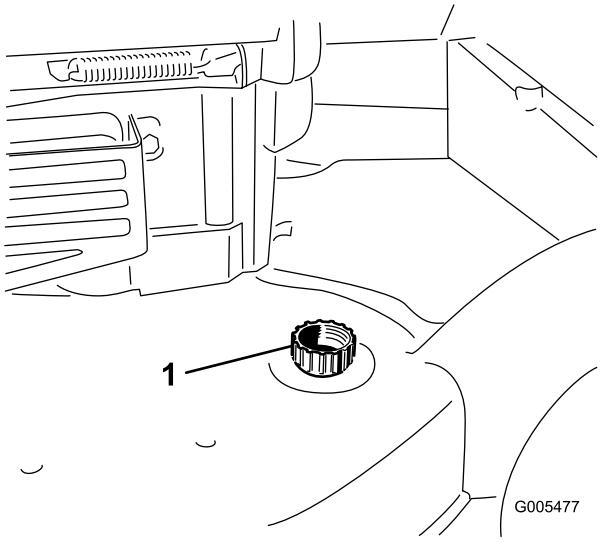

**Figur 42**
3. Anslut en trädgårdsslang, som är ansluten till en vattenkälla, till tvättanslutningen (Figur 42).